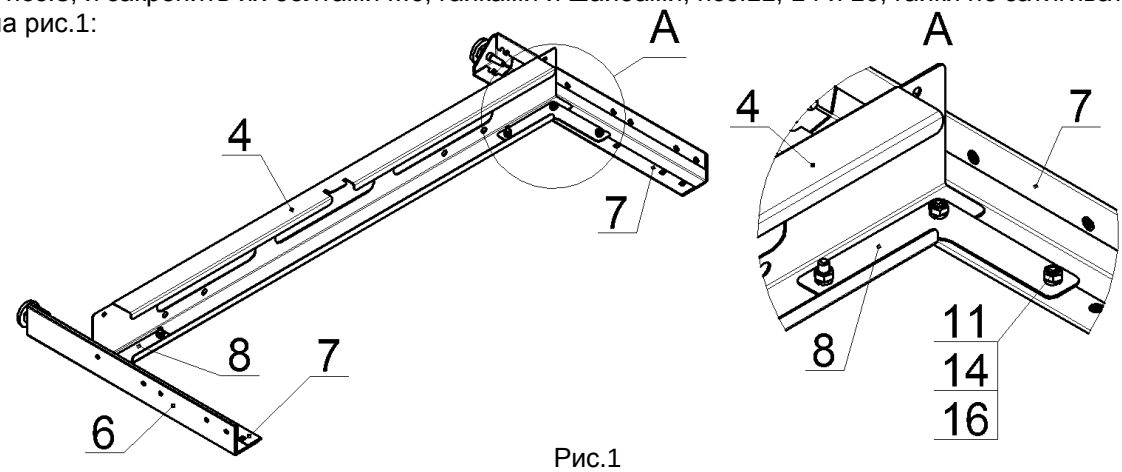
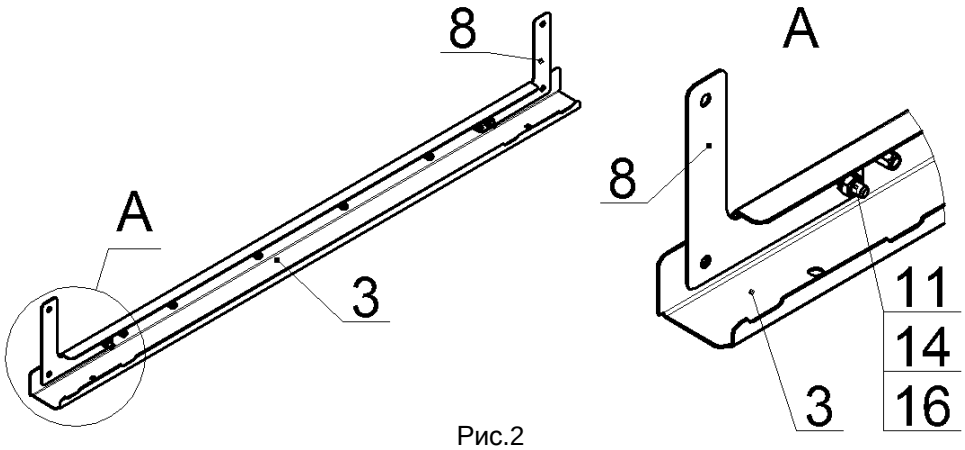
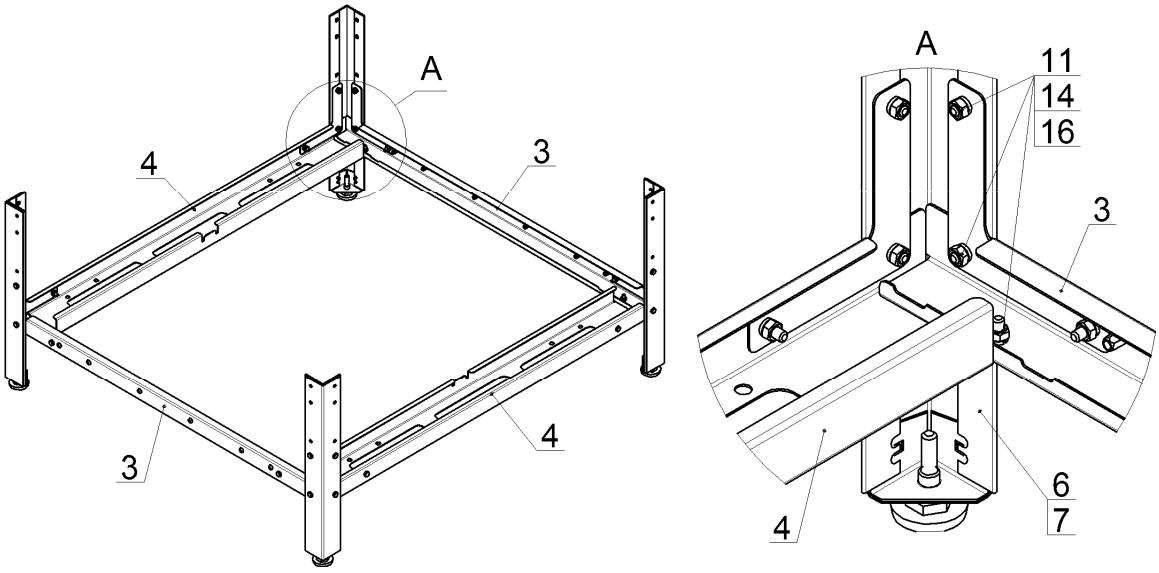

Рис.1
Рис.2
Рис.3
3. Собрать стойки, поз.6 и 7 с профилями боковыми, нижними, поз.4 (939мм), используя угольники, поз.8, и закрепить их болтами М6, гайками и шайбами, поз.11, 14 и 16, гайки не затягивать, как показано на рис.1:
4. Собрать профили лицевые, нижние, поз.3 (882мм) с угольниками, поз.8 при помощи болтов, гаек и шайб, поз.11, 14 и 16, гайки не затягивать, как показано на рис.2:
5. Собрать узлы (рис.1 и рис.2) при помощи болтов, гаек и шайб, поз. 11,14 и 16, гайки не затягивать, как показано на рис.3:.